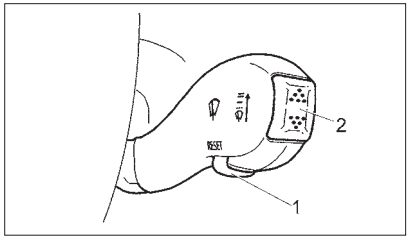

Рис. 42. Клавиши подрулевого переключателя
– кнопка **«Reset»** 1 (рис. 42);